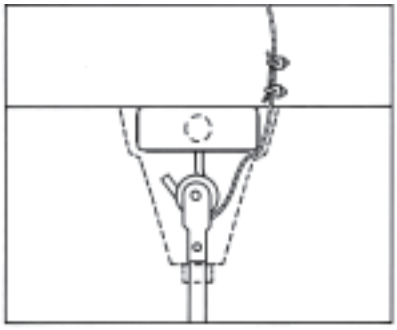

Figure 3
9. This fan is equipped with the required “secondary support” cable. This cable must be affixed to the beam structures and securely clamped in such a man ner to support the weight of the fan in the event the mounting hook or other parts fail. After wrapping cable around a structural member that will support 300 lbs., secure cable with supplied cable clamps as illustrated in Figure 3. (Note: Any additional materials needed for specific installations may be purchased from your local distributor.)
IMPORTANT CAUTION: The safety cable must not be placed between the rubber roller and hook but as illustrated in Figure 3.
10. When hanging fan on factory supplied “J” hook, make sure cable at top of rod is positioned behind “J” hook as illustrated in Figure 3.